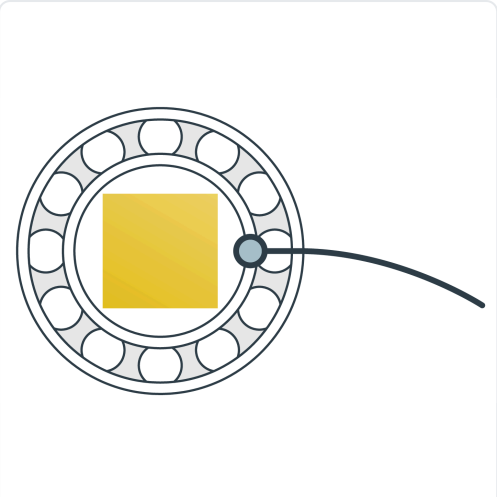
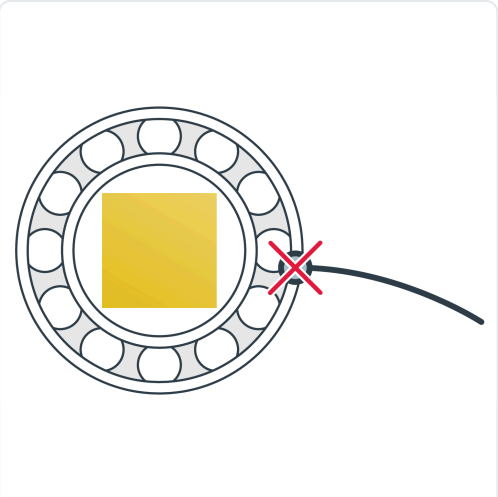

Fig. 1: Sensor placed close to the bore.
Fig. 2: Never place the sensor on the outer ring.
- Place the sensor on the workpiece, close to the bore (see fig. 1). Make sure that the surface used for the sensor is free of grease and/or oil. To avoid overheating the workpiece, never place the sensor on the outer ring (see fig. 2).